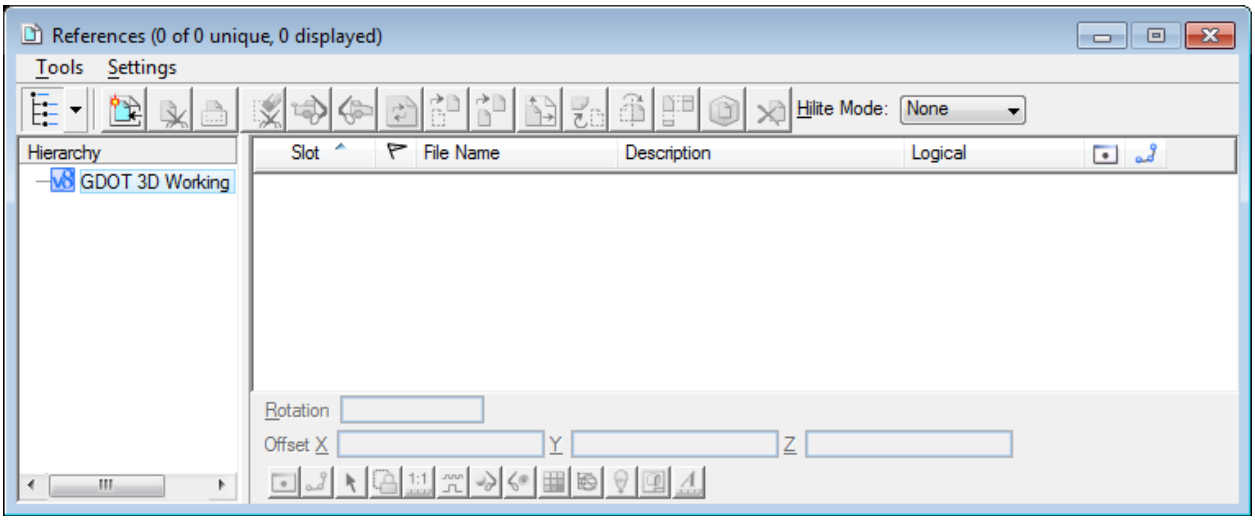

Figure L10-11 References Window
23.	**Attach the 1234567MAIN.dgn Reference File.** In order to view the Construction Centerline – the **1234567MAIN.dgn** Reference File will be attached. • In MicroStation, select **File ► References**. The **References** Window opens as shown in *Figure L10-11*.